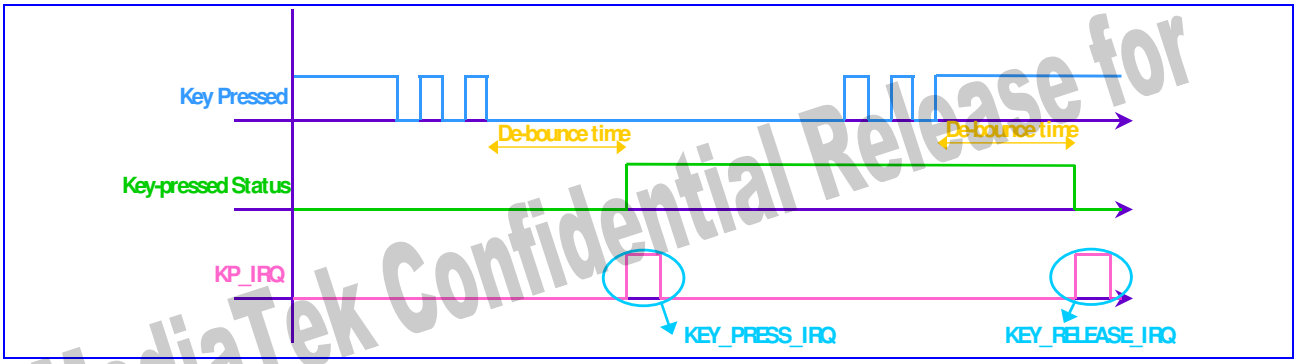
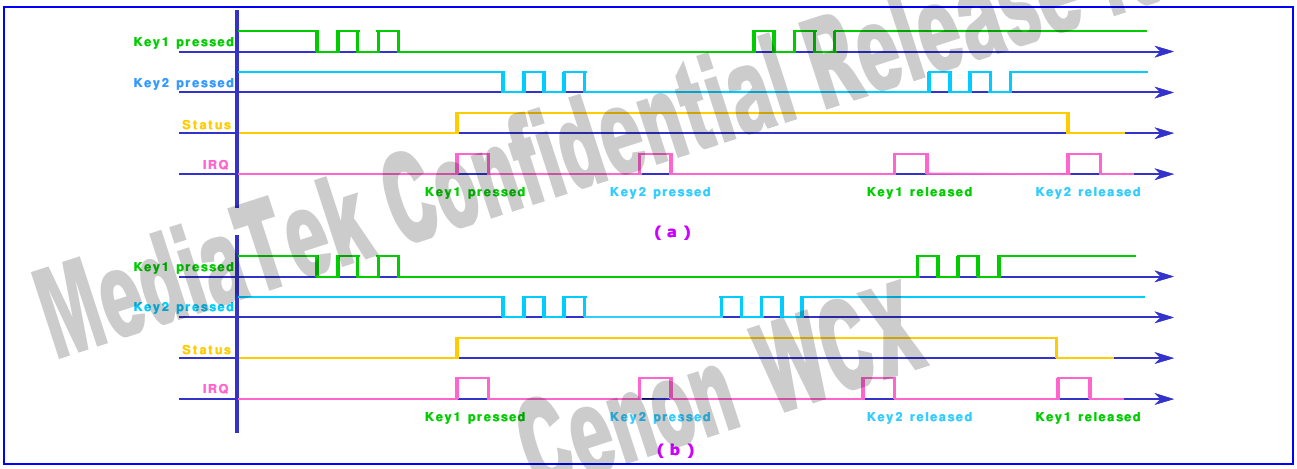

Fig. 2. One key pressed with de-bounce mechanism denoted
Fig. 3. (a) Two keys pressed, case 1 (b) Two keys pressed, case 2
This keypad can detect one or two key-pressed simultaneously with any combination. **Fig. 2** shows one key pressed condition. **Fig. 3** (a) and **Fig. 3** (b) illustrate two keys pressed cases. Since the key press detection depends on the HIGH or LOW level of the external keypad interface, if keys are pressed at the same time and there exists a key that is on the same column and the same row with the other keys, the pressed key cannot be correctly decoded. For example, if there are three key presses: key1 = (x1, y1), key2 = (x2, y2), and key3 = (x1, y2), then both key3 and key4 = (x2, y1) are detected, and therefore they cannot be distinguished correctly. Hence, the keypad can detect only one or two keys pressed simultaneously at any combination. More than two keys pressed simultaneously in a specific pattern retrieve the wrong information.